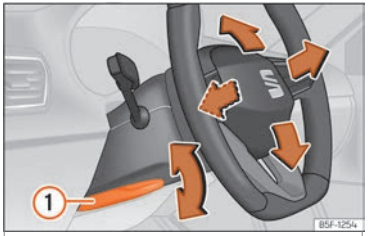

Abb. 9 Hebel auf der linken unteren Seite der Lenksäule.
- Ziehen Sie den Hebel ››› **Abb. 9** (1) nach unten, bringen Sie das Lenkrad in die gewünschte Position und schieben Sie den Hebel wieder nach oben, bis er seine Verriegelungsposition erreicht.
- **Den Hebel ››› Abb. 9 (1) nach dem Einstellen immer fest nach oben schwenken, damit das Lenkrad während der Fahrt nicht unbeabsichtigt seine Position verändert.**